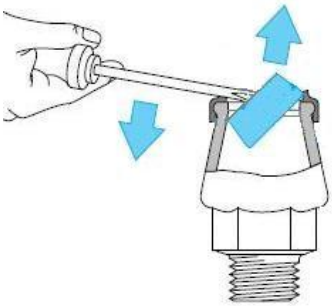

Figure 6
1. Enlever prudemment l’anneau de serrage (voir fig. 6, n'endommage pas le revêtement époxy).